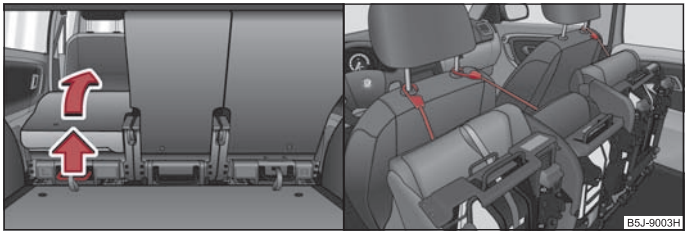

Fig. 52 Fold seat fully forwards / Secure folded forward seats
– Pull the lever ⇒ fig. 52 up and then fold the seat fully forwards.
– Secure the folded forward seat with the aid of the fixing belt to a guide rod of the head restraint for the front seat ⇒ fig. 52 on the right.